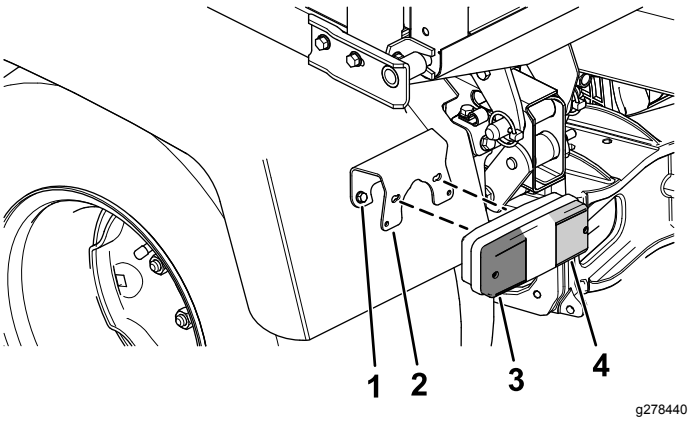

Figure 2
2. Install the rear brake/signal light to the fender using the bracket and 2 screws (Figure 2).
Note: Ensure that the red lens (brake light) is positioned to the inside and the amber lens (signal light) is positioned to the outside (Figure 2).